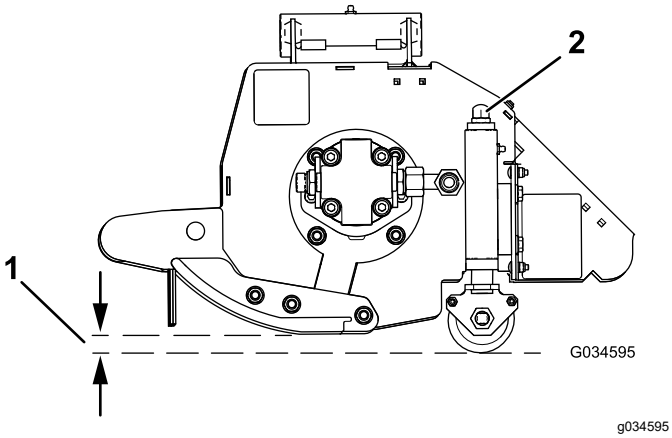

Figur 31
2. Vri justeringsmutterenheten på begge ender med klokken for å senke klippehøyden eller mot klokken for å heve klippehøyden (Figur 31).